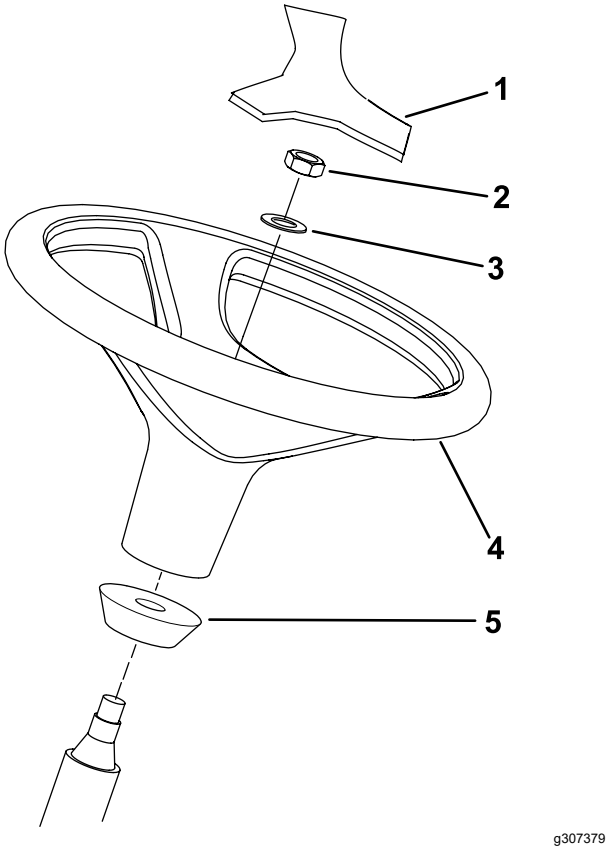

**Figuur 13**
1. Verwijder het stuurwiel van de transportsteun (Figuur 13).
**Opmerking:** Controleer of de schuimrubberen kraag op de stuuras zit (Figuur 13).
3. Schuif het stuurwiel en de ring op de stuuras (Figuur 13).
5. Plaats de kap op het stuurwiel (Figuur 13).